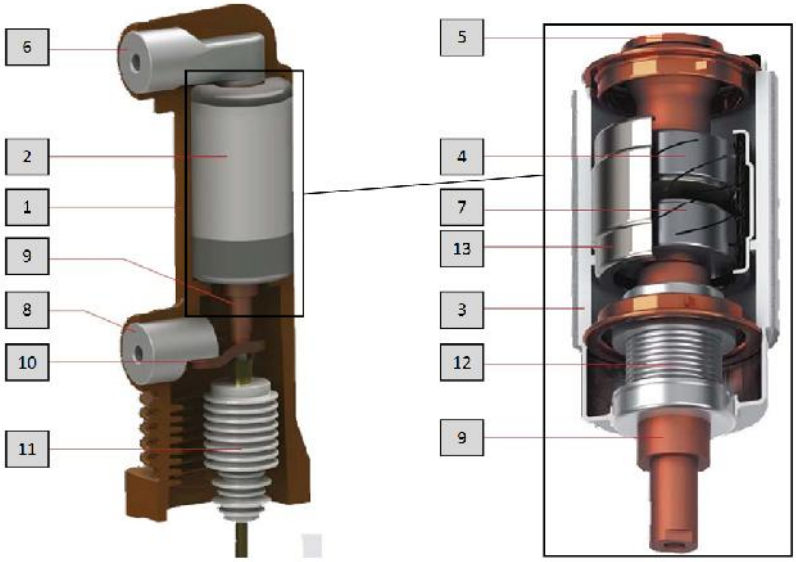

Рис. 2 Полюс главной цепи:
Полюс главной цепи (рис. 2) представляет собой монолитный несущий корпус (1) из эпоксидного компаунда, внутри которого находится ВДК (2).